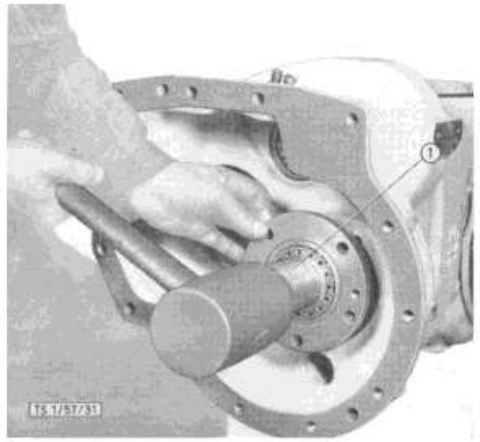

Bild 136: **Eintreiben der Lagerbüchse**
9. Nach dem Einstellen der Vorspannung 1,9 mm Einstellscheiben (137/3) auf die Lagerbüchse aufschieben, diese in das Hinterachsgehäuse eintreiben (Bild 136) und mit 2 Schrauben provisorisch festziehen.